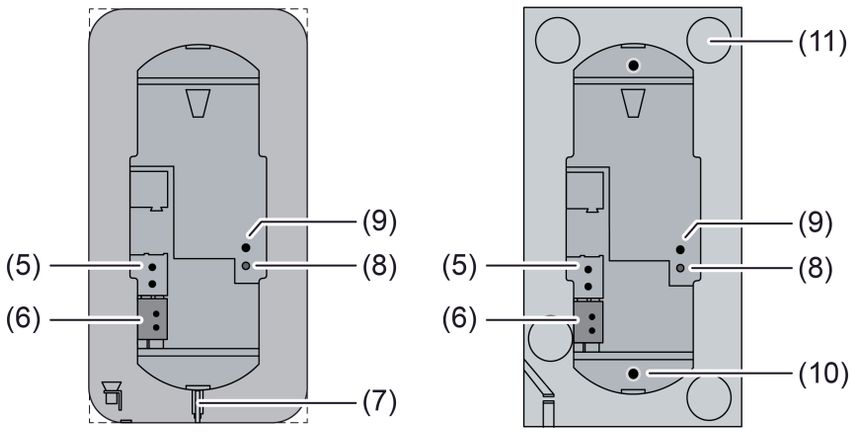

Figure 2: Conception de la face arrière
- Nettoyer les emplacements de collage des points adhésifs sur la face arrière du capteur en verre (11) (figure 2).